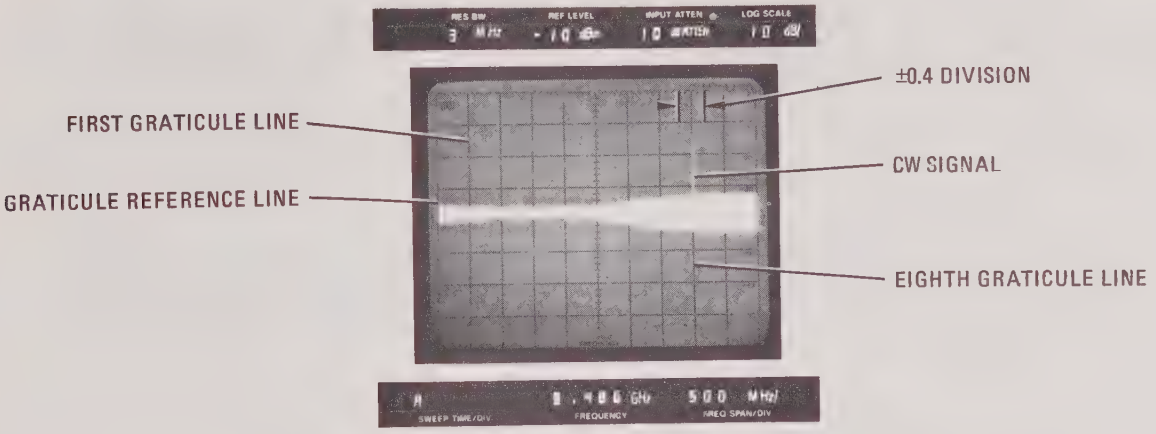

Figure 4-3. Span Width Accuracy Measurement, 500 MHz and 200 MHz per Division
f. Measure error between signal peak and eighth graticule line. Error should not exceed ±0.4 division. (See Figure 4-3.)
j. Measure error between signal peak and eighth graticule line. Error should not exceed ±0.4 division. (See Figure 4-3.)